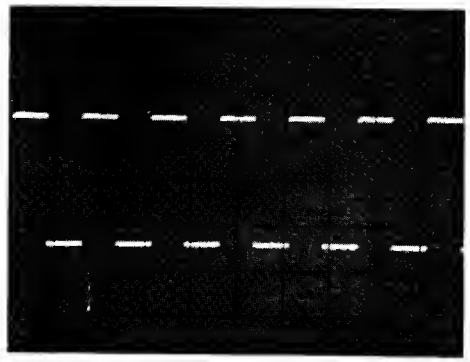

Figure 4a. Normal Display
2. Adjust horizontal POSITION 13 to place portion of waveform to be magnified on center graticule of CRT (figure 4a).